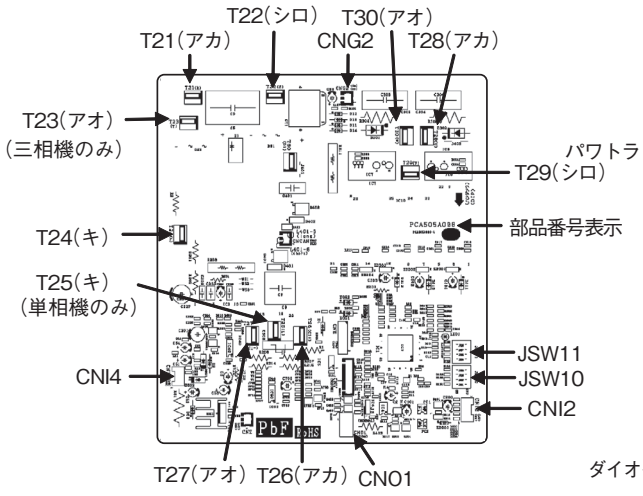

図１．部品配置図
2) インバータ基板のコネクタ，ファストン端子及びパワトラ（IC10）・アクティブフィルタ（IC2）・ダイオード（DS1,DS2）取付用のねじ（図１，２参照）を外し，基板を取外してください。外した時，既に塗布されているシリコングリスはコントローラの放熱フィンよりきれいに拭き取ってください。